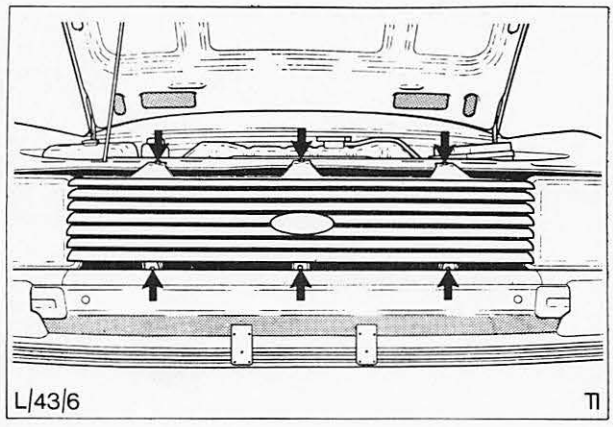

Abb. 5 Befestigungsschrauben – Kühlergrill
7. Kühlergrill anbauen, Abb. 5.